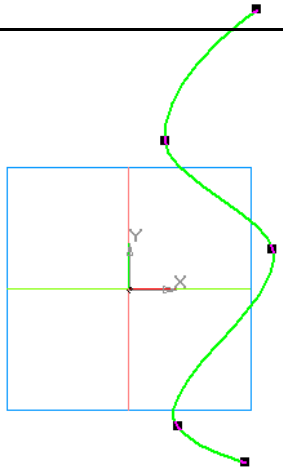

Рис. 2.27. Эскиз кривой Безье с 5 характерными точками.
4.2. Создайте кривую Безье с 5 характерными точками примерно так, как показано на рис. 2.27.